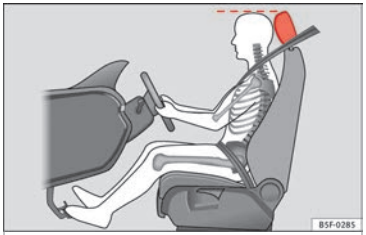

Fig. 83 Correct head restraint position for the driver.
– Adjust the head restraint so that its upper edge is at the same level as the top of your head, or as close as possible to the same level as the top of your head ››› **Fig. 83**.